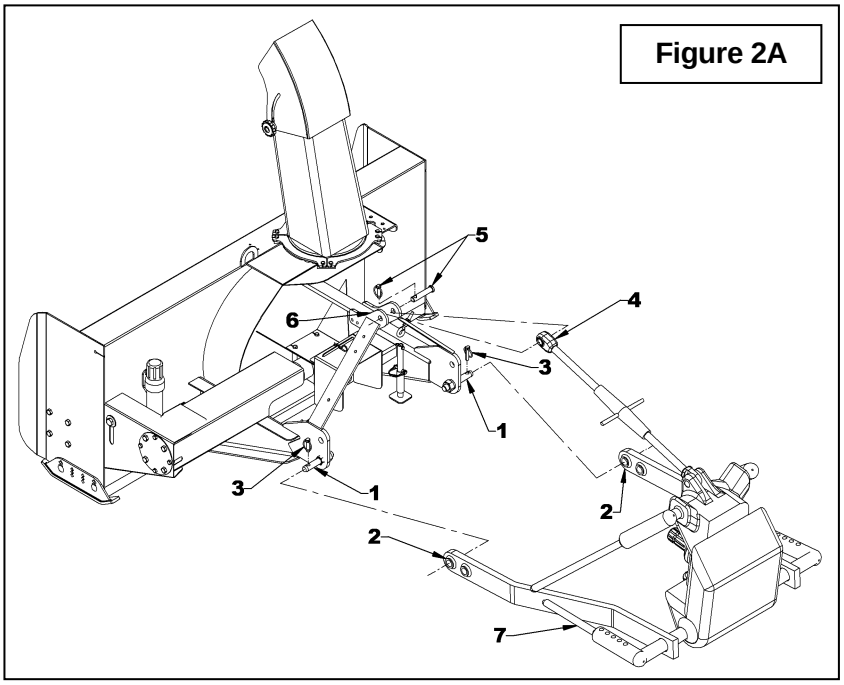

Figure 2A
5. **Figure 2A:** Attacher les bras inférieurs du tracteur (item 2) aux goupilles d'attache inférieur (item 1) et fixer en place avec les goupilles à anneau (item 3).
6. **Figure 2A:** Attacher le bras supérieur du tracteur (item 4) entre les plaques d'attache supérieures (item 6) avec la goupille et goupille à anneau du tracteur (item 5 – non incluses).
7. **Figure 2A:** Ajuster le niveau de la souffleuse à l'aide du bras supérieur (item 4) du tracteur de manière à ce que la souffleuse soit parallèle au sol.
8. **Figure 2A:** Ajuster les bras anti-oscillement (item 7) du tracteur pour empêcher un mouvement de va-et-vient de la souffleuse. S'assurer qu'il n'y a aucun contact avec les pneus.